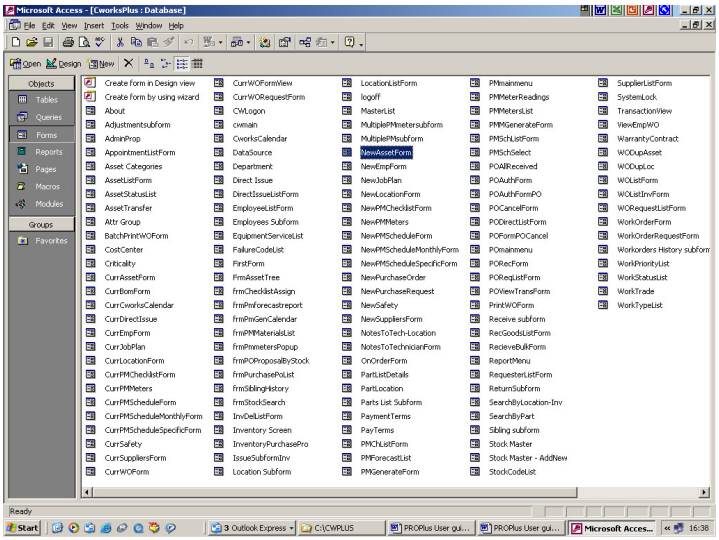

Figure 185: Database Tables
- Press SHIFT and do not let go then press ENTER once, Figure 185 would pop-up then let go the SHIFT key.